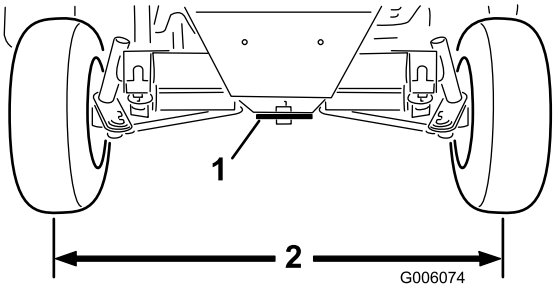

Figur 67
2. Justera bägge dragstängerna tills avståndet från mitt till mitt framtill och baktill på bakhjulen är detsamma (Figur 67).